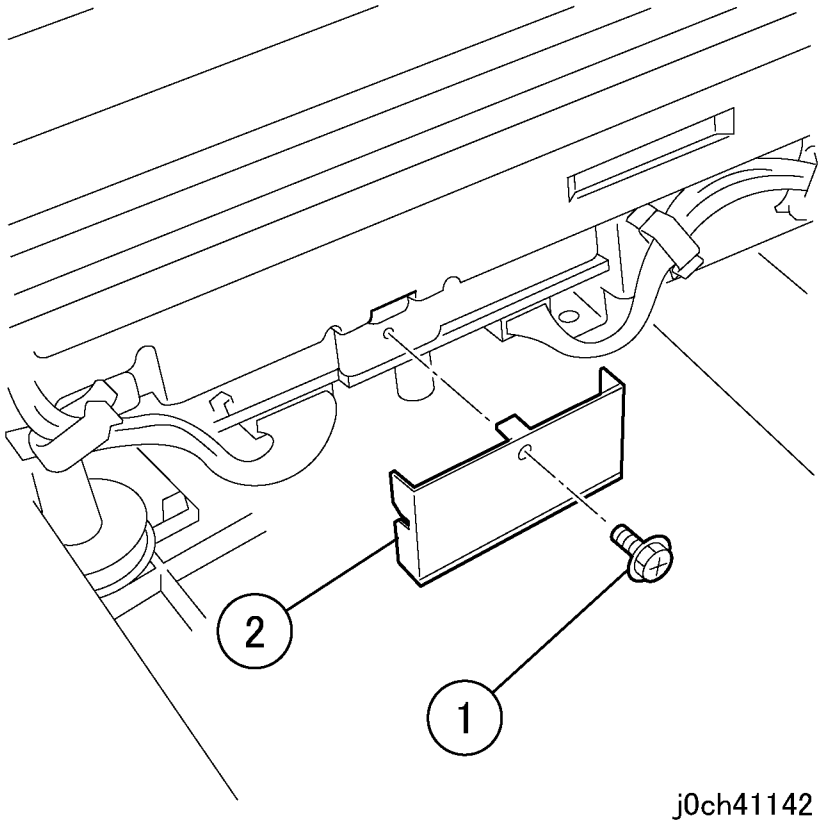

Рисунок 3 Снятие держателя INV (j0ch41142)
4. Снимите держатель INV (рисунок 3).